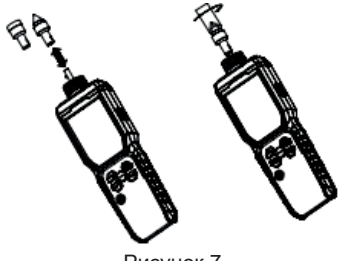

Рисунок 7
3. Контактное измерение---RPM/Гц (Рисунок 7)